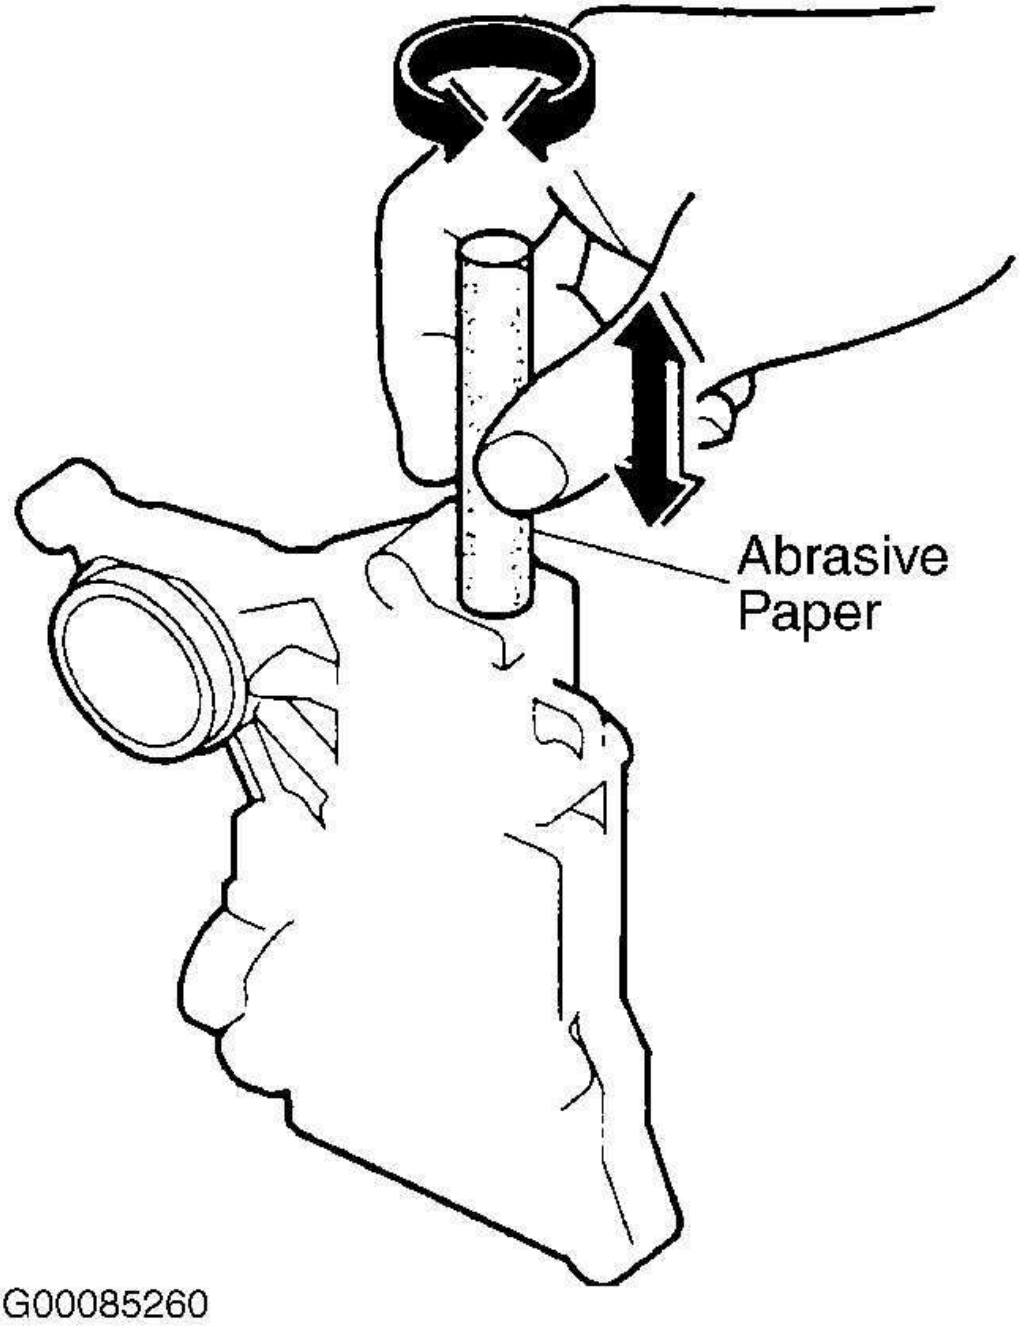

Fig. 18: Polishing Valve Body Bore
4. Roll up half a sheet of ATF-soaked No. 600 paper and insert it in the valve bore of the sticking valve. See **Fig. 18** . Twist the paper slightly, so that it unrolls and fits the bore tightly, then polish the bore by twisting the paper as you push it in and out.